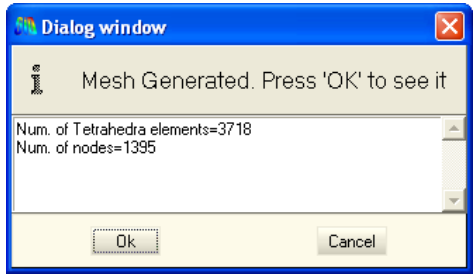
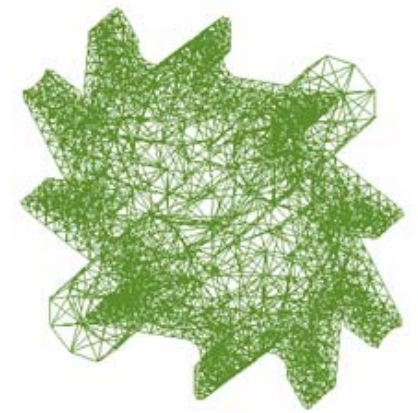

Figure 29. The window with information about the mesh generated
Figure 30. The mesh generated with default settings
3. A window appears showing how the meshing is progressing. Once the process is finished, another window opens with information about the mesh that has been generated (Figure 29). Click **OK** to visualize the resulting mesh (Figure 30).